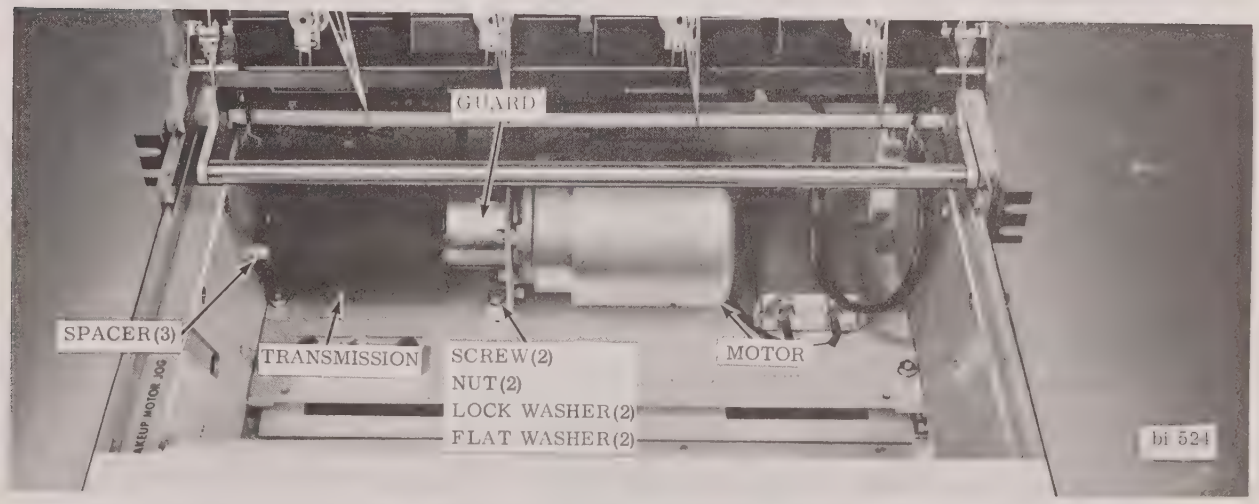

FIGURE 6-18 REMOVAL AND INSTALLATION OF CHART DRIVE ASSEMLBY (2 of 2)
6. Remove splash guard from between motor and transmission (Fig. 6-18).
3. While holding screws, install, but do not tighten, two nuts and lockwashers on inside of paper drawer (Fig. 6-18).
5. Fit timing belt over pulley and slide pulley onto transmission shaft (Fig. 6-18).